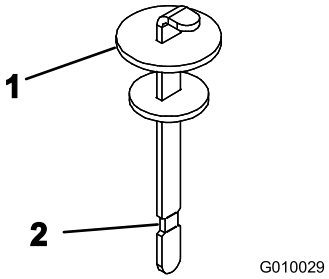

Figur 19
4. Fjern målepinden fra påfyldningsstudsen, og tør den af med en ren klud. Indfør målepinden i påfyldningsstudsen, tag den op igen, og kontroller væskestanden. Væskestanden skal nå op til mærket på målepinden (Figur 19).